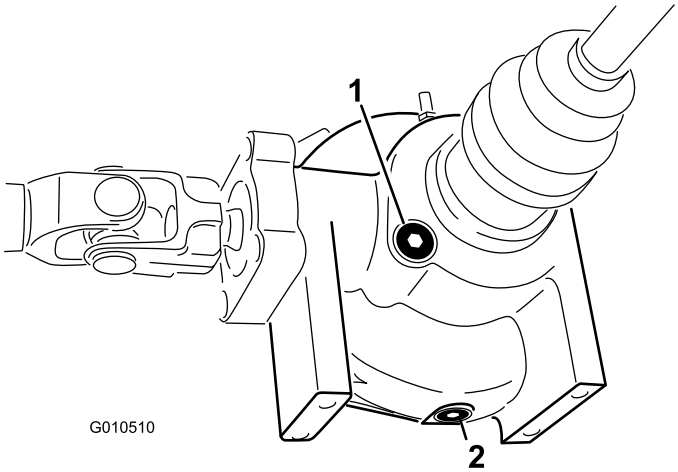

**Figur 18**
2. Rengør området omkring påfyldnings-/kontrolskruen på siden af differentialet (Figur 18).